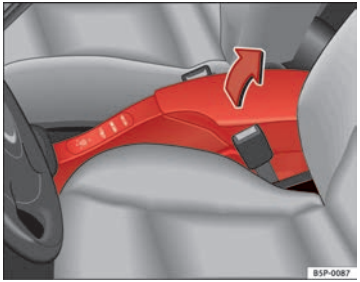

Fig. 100 Bracciolo anteriore con un unico scomparto portaoggetti
– Per aprire il vano portaoggetti bisogna premere il tasto del bracciolo nella direzione della freccia ⇒ fig. 100 e sollevare lo sportello.